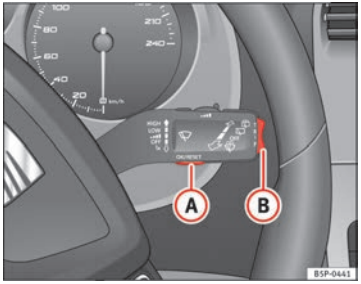
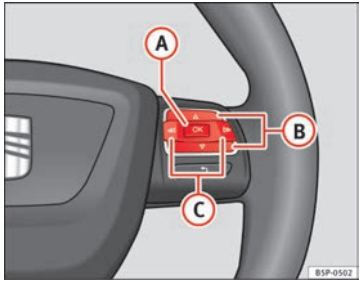

Fig. 45 Leva del tergicristallo: tasto A per la conferma del menu, tasto B per il passaggio ad un altro menu
Fig. 46 Comandi sul volante: tasto A per la conferma del menu, tasto B per il passaggio ad un altro menu
– Premere il tasto (A) (si trova sulla leva del tergicristallo). Si apre il menu **Configurazione**
– Per accedere al menu “Configurazione”, premere il tasto (C) ⇒ fig. 46 finché non appare sul display. In questo momento si è già nel menu.
– Selezionare l'opzione **Pneum. invernali** con il tasto (B).
– Premere il tasto (A). Si apre il menu **Pneumatici invernali**.
– Servendosi del tasto (B), selezionare la voce **+10 km/h** oppure **-10 km/h** del menù e premere il tasto (B) per aumentare o diminuire la velocità programmata.
– Per attivare (oppure disattivare) il segnale di avvertimento della velocità si deve selezionare con il tasto (B) la voce del menu **On / Off**. Con il segnale di avvertimento della velocità disattivato, il display visualizza tre tacche **---**.
– Per passare da una memoria all'altra, premere brevemente il tasto A ⇒ fig. 45 ⇒ pagina 70 ubicato sulla leva del tergicristallo oppure il tasto OK del volante multifunzione ⇒ fig. 46 ⇒ pagina 70 con il quadro acceso.
Con l'indicatore multifunzioni si possono visualizzare numerosi dati agendo sul tasto B ⇒ fig. 45 ⇒ pagina 70 sulla leva del tergicristallo o il tasto △ o ▽ ⇒ fig. 46 del volante multifunzione*.
– Premere il tasto ▷ o ◁ del volante multifunzione* ⇒ fig. 46 finché non appare il menu **Stato del veicolo**.